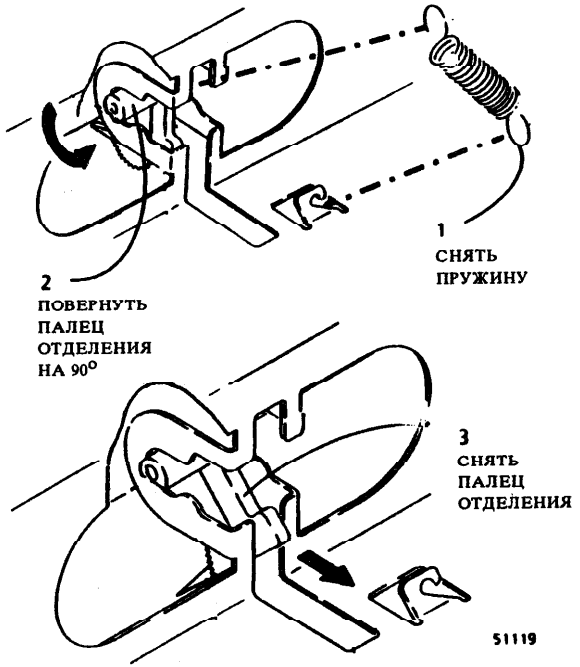

Рис. 1. Снятие пальцев отделения и их пружин
4. (Рис. 1): снять любой из пальцев съема и любую пружину, согласно обстоятельствам.